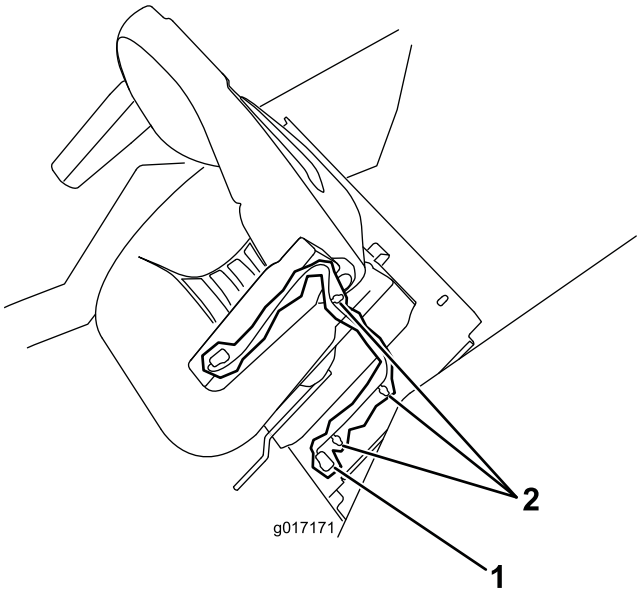

Bild 1
4. Schließen Sie das Sitzschalterkabel vom Kabelbaum der Zugmaschine ab (Bild 1).
5. Entfernen Sie die Kabelbaumclips oder Kabelbinden, mit denen der Sitzkabelbaum an der Sitzplatte befestigt ist (Bild 1).